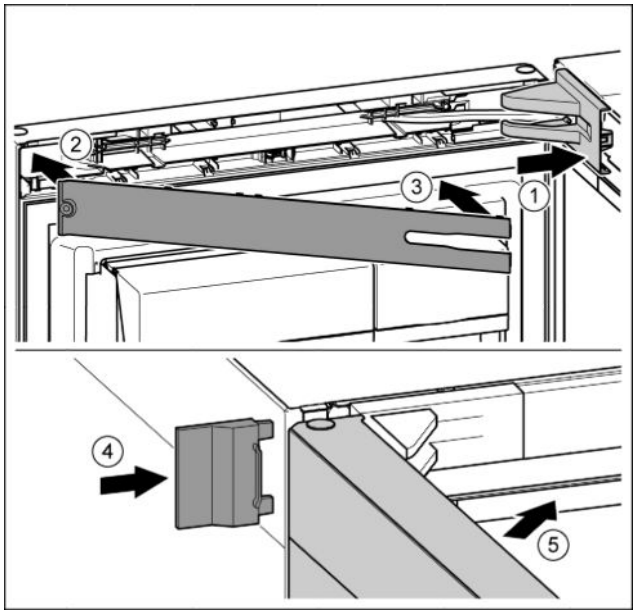

Fig. 48
▶ Крышку опорного кронштейна установить и зафиксировать, при необходимости, осторожно разжать. *Fig. 48 (1)*
▶ Установить накладку. *Fig. 48 (2)*
▶ Наклонить и защелкнуть накладку. *Fig. 48 (3)*
▶ Надвинуть внешнюю крышку. *Fig. 48 (4)*
▶ Закрыть верхнюю дверь. *Fig. 48 (5)*